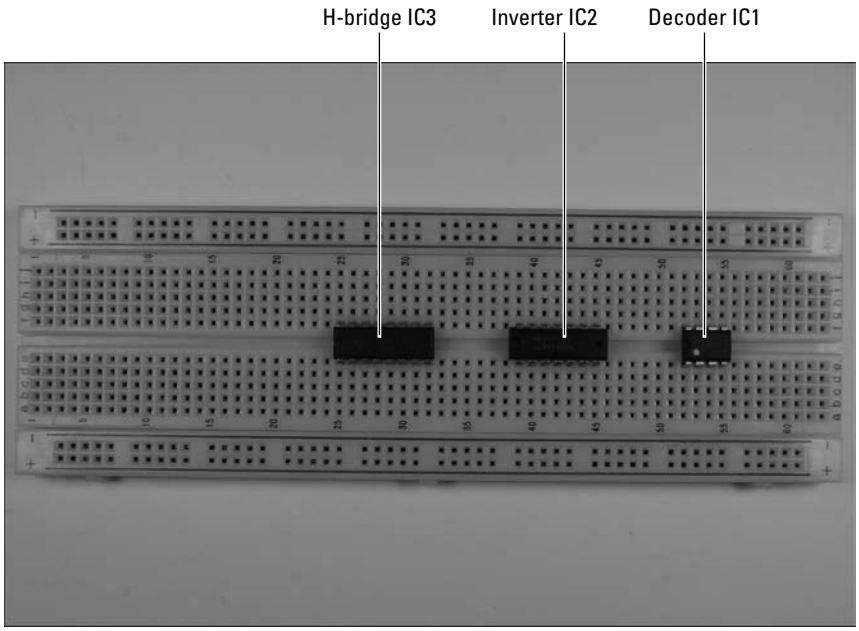

Figure 11-23: Insert the ICs on the breadboard.
1. **Insert the ICs on the breadboard, as shown in Figure 11-23.**